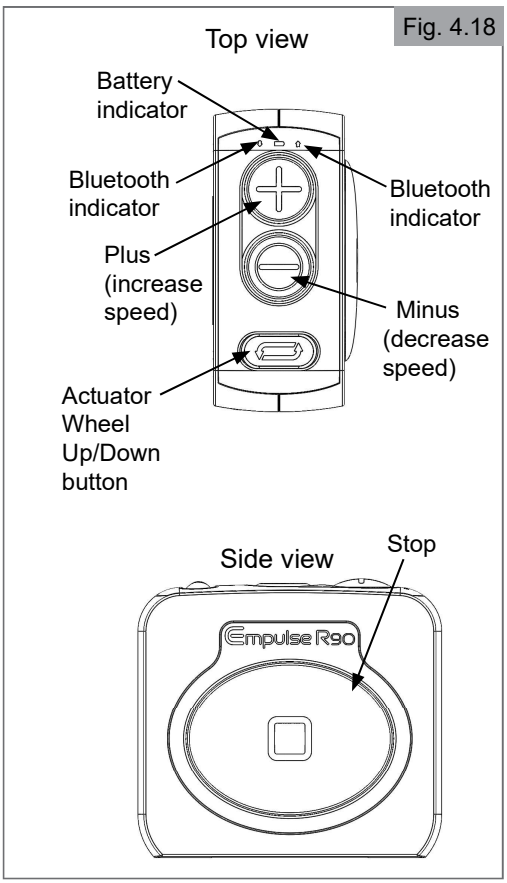

Fig. 4.18
4.7 Setting up the Control Box (Fig. 4.18)